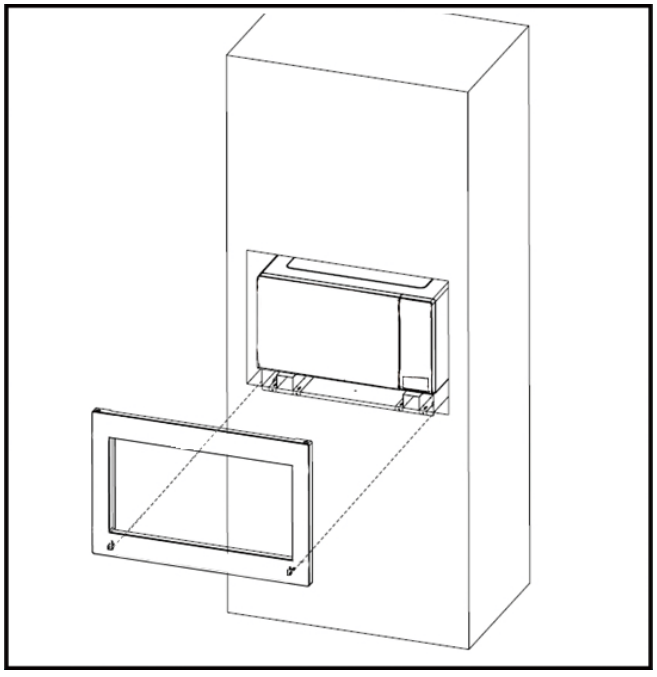

ilustración 7
1. Coloque la CONJUNTO DEL MARCO para ser cuadrado con el horno. Coloque cuidadosamente la CONJUNTO DEL MARCO en el horno. Véase la ilustración 7.